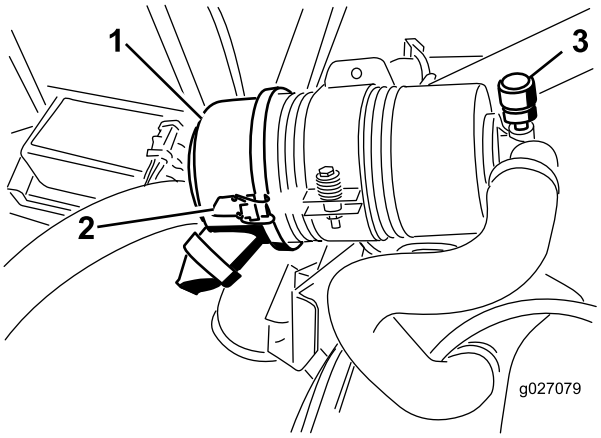

Figur 51
Utför bara service på luftrenarfiltret när serviceindikatorn (Figur 51) anger att det krävs. Om du byter luftfiltret tidigare ökar det risken för att smuts kommer in i motorn när filtret har avlägsnats.
1. Lossa spärrhakarna som håller fast luftrenarkåpan på luftrenarhuset (Figur 51).